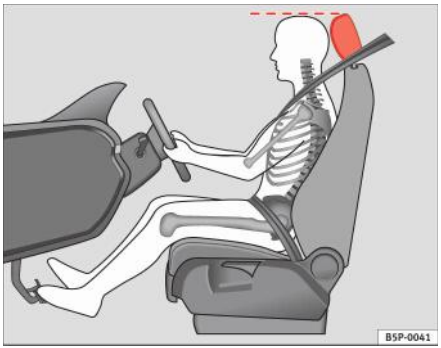

Fig. 2 Poziția corectă a tetierei pentru şofer
– Reglați tetiera astfel încât marginea superioară a acesteia să se afle la acelaşi nivel cu creştetul sau cât mai aproape posibil de acest nivel ⇒ fig. 2